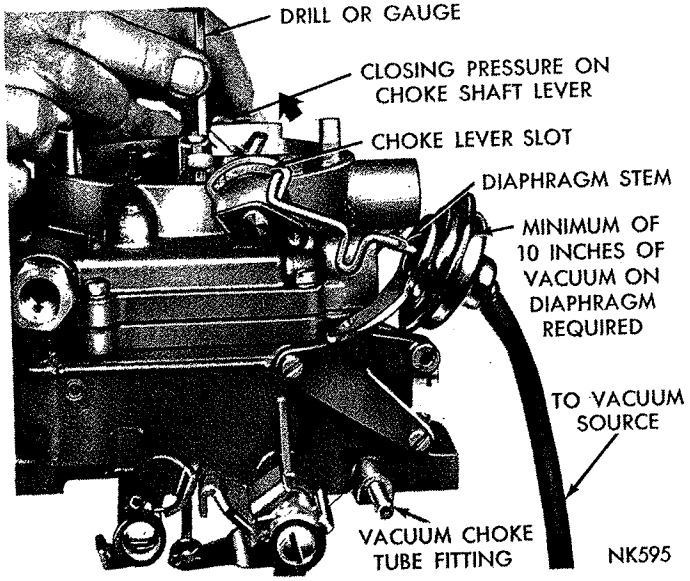

*Fig. 14—Checking the Choke Vacuum Kick Setting*
(1) With engine **Not** running, open throttle valves far enough to allow choke valve to be moved to closed position.
(2) Disconnect vacuum hose from diaphragm and connect hose from vacuum supply, as shown in (Fig. 14). (A minimum of 10 inches of vacuum) will be required.
**Special CAP Carburetors,** insert a Number 44 drill (manual transmission) or a Number 40 drill (automatic transmission). Use a ⅛ inch drill on both manual and automatic transmissions on the 273 cu. in. engine carburetor, between choke valve and wall of the air horn. Refer to (Fig. 14). Apply sufficient closing pressure on choke shaft lever to provide smallest choke valve opening possible without distortion of diaphragm link. Note that cylindrical stem of diaphragm will extend as an internal spring is compressed. The spring must be fully compressed for proper measurement of the kick adjustment. (Refer to Specifications.)
(4) An adjustment will be necessary if a slight drag is not obtained as drill or gauge is being removed.
(7) Install choke operating link and recheck choke valve opening, using a drill or gauge. Refer to (Fig. 14).